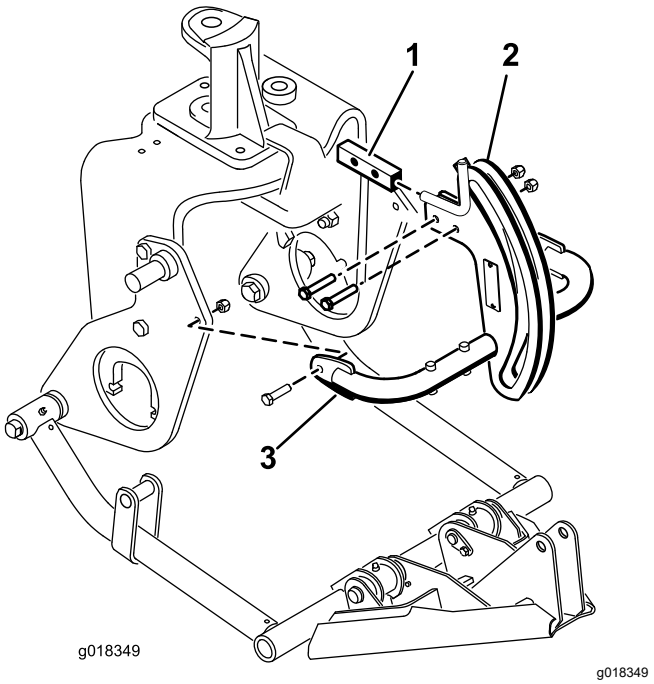

Rysunek 14
6. Zamocuj górę ramy zaczepu do wspornika ramy zaczepu za pomocą 2 śrub (⅜ x 2 cale) oraz nakrętek (Rysunek 14).
7. Zamocuj rurki ramy zaczepu do płytek pługa za pomocą śrub (⅜ x 1½ cala) oraz nakrętek (Rysunek 14) i dokręć elementy mocujące.